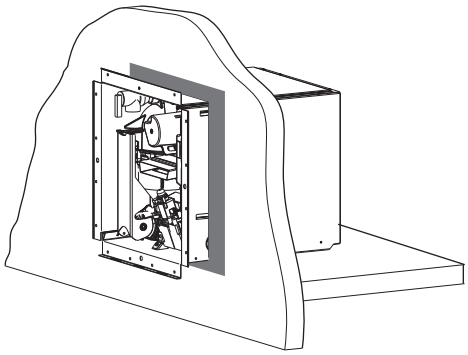

Fig. 21
– Apply an adequate amount of watertight sealing material to the entire flange area of the installation frame and at the corners, see gray marking in Fig. 21.